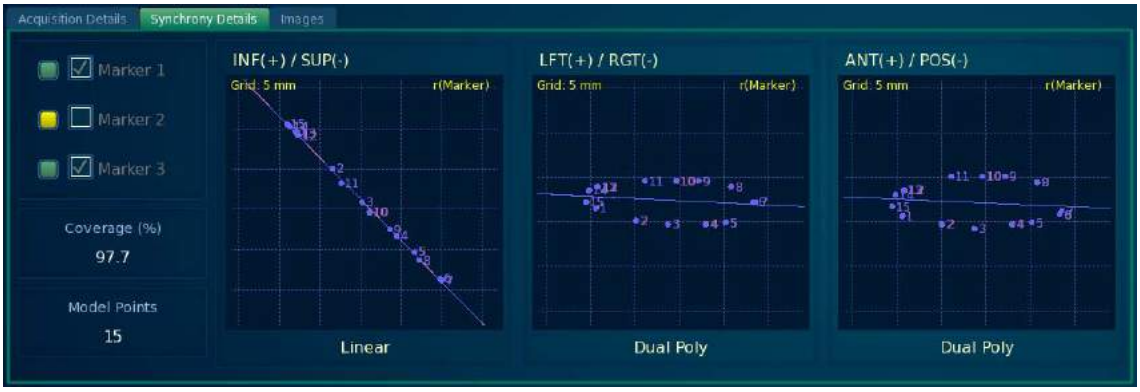

Figura 18 Guia Synchrony Details (Detalhes do Synchrony) na tela direita da fase Synchrony
- ***Linear*** (Linear): Uma linha linear mais adequada; quando a movimentação do alvo é linear. (Consulte o exemplo na Figura 18.)
- ***Dual Poly*** (Polinômio Duplo): Um polinômio duplo; quando o alvo se movimenta ao longo de um arco e usa caminhos diferentes durante a inspiração e expiração. (Consulte o exemplo na Figura 18.)
NOTA: Nos gráficos de correlação **XYZ vs R**, é mostrada apenas uma linha mais adequada, independentemente do tipo do modelo (para ver um exemplo, consulte a Figura 18 na página 11-34). Para um modelo Linear, uma boa indicação visual de um modelo do Synchrony de alta qualidade é um gráfico de correlação com todos os pontos incidindo nessa linha. O tipo do modelo também pode ser visto nos gráficos "Comet" (Cometa) (consulte "Gráficos Comet (Cometa)" na página 11-33).